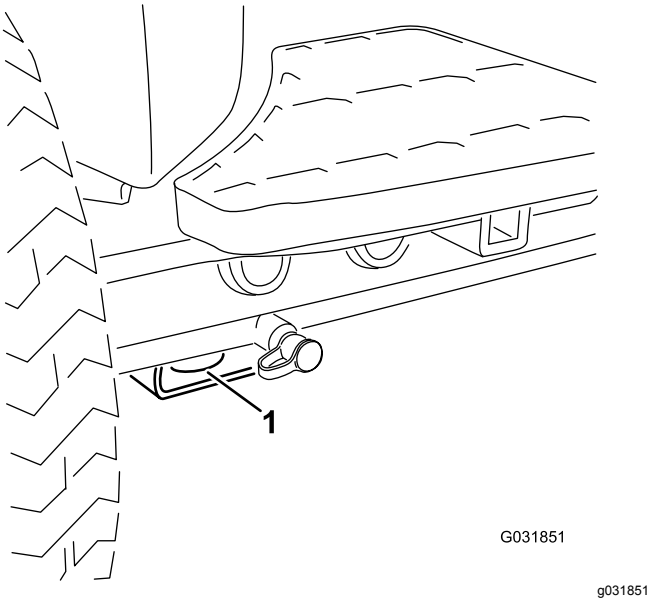
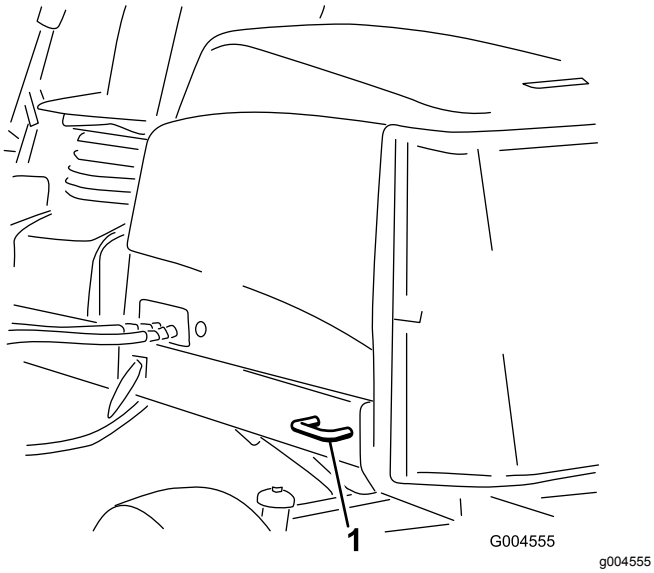

Figur 57
Figur 58
5. Bruk metallfestene på maskinen for å feste maskinen sikkert til tilhengeren eller lastebilen med stropper, kjettinger, vaier eller tau (Figur 57 og Figur 58).
- Foran – hullet i den rektangulær platen, under akselrøret, innenfor hver av de fremre festepunktene (Figur 57)
- Bak – på hver side av maskinen på den bakre rammen (Figur 58)